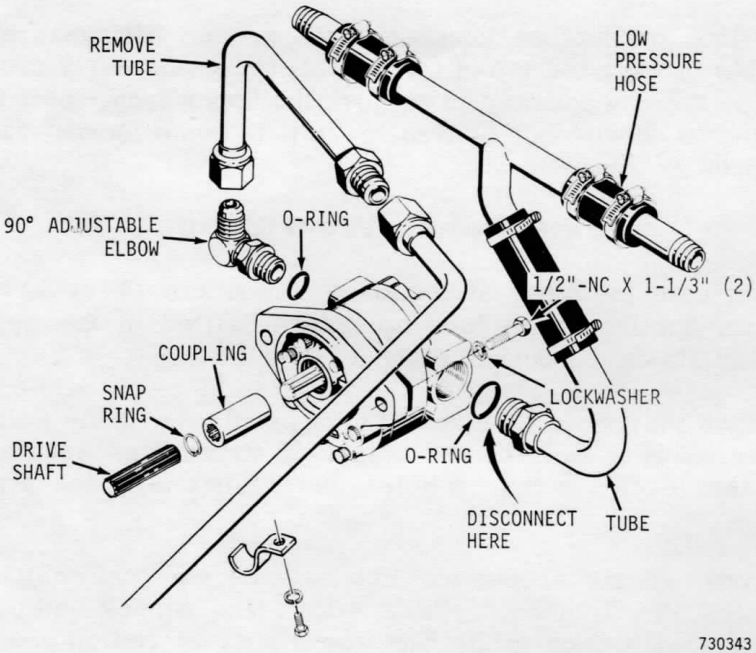

Figure 62A
After every 500 hours of operation, lubricate the splines on the pump drive shaft, the shaft coupling and the stub drive shaft with Molykote, Type G (Case part number D58702, two ounce tube). See Figure 62A.
4. Disconnect the pump pressure and suction lines. See Figure 62A.